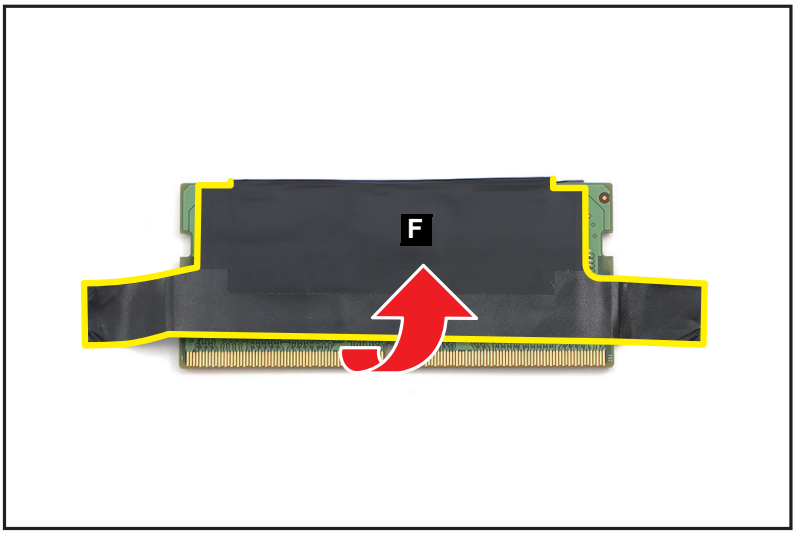

Figure 1-26. DIMM Module Removal
6. Peel off the composite foil with mylar (F) from the DIMM module (Figure 1-26).